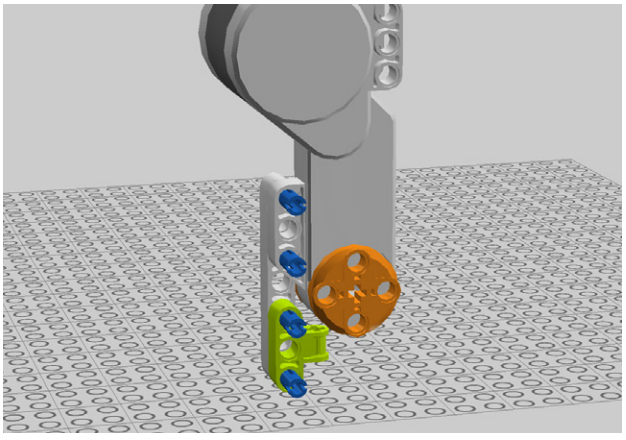

Figure 9-92. *Step 87: Adding the 3x2 cross block*
87. Add a 3x2 cross block (Figure 9-92).